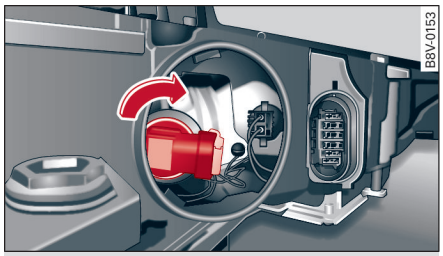

图 266 灯壳：拧紧灯座
- 把灯泡再次放入大灯外壳 ⇨ *图 266* ⇨ ⚠，*在概述中，见第 195 页*。略向左右旋转灯插头直到其卡止。